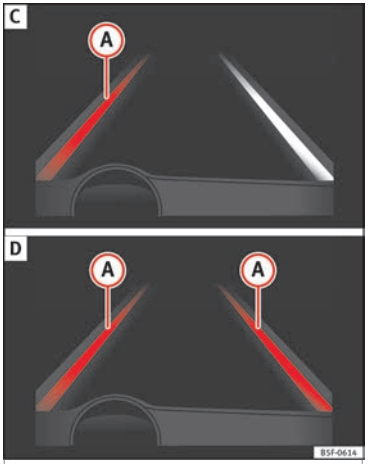

Fig. 204 On the instrument panel display: Indication on the Lane Assist system display (example 2).
– The system is operational, the highlighted line (A) indicates that there was a risk of involuntarily crossing the lane line and that the steering is being adjusted to correct the angle ››› Fig. 204 C.
– The two highlighted lines (A) light up simultaneously when both lane lines are recognised and the Lane Assist function is active ››› Fig. 204 D.